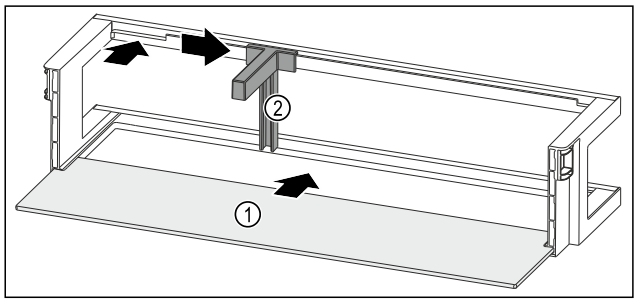

Fig. 141 Raft montat pe ușă cu raft
- ▶ Împingeți în interior raftul *Fig. 141 (1)* în degajările laterale.
- ▶ Introduceți suportul pentru sticle *Fig. 141 (2)* în degajare.
- ▶ Împingeți în lateral suportul pentru sticle *Fig. 141 (2)* în poziția dorită.